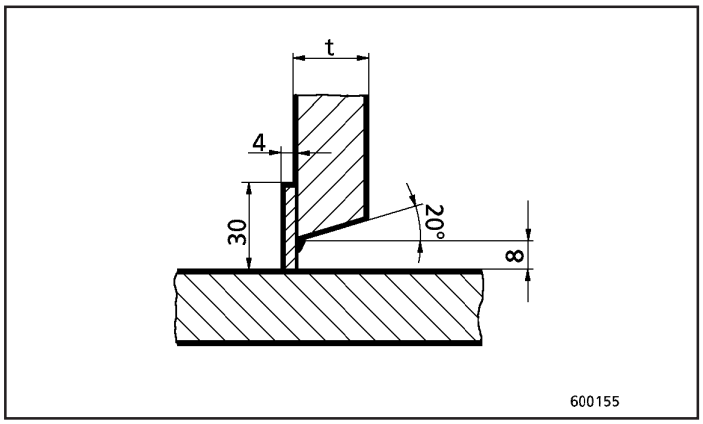

Fig.46
- Solda de topo em canto retangular (Fig. 46)